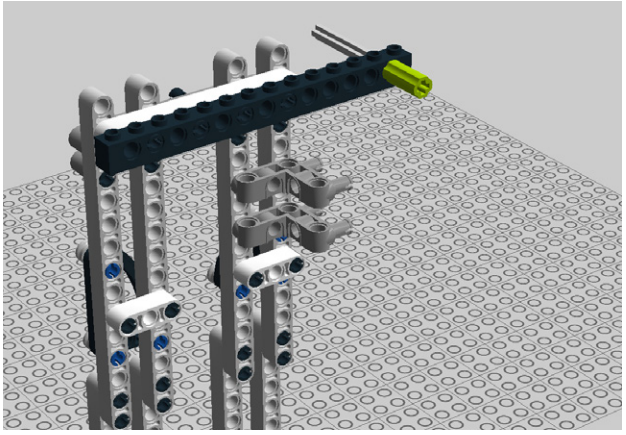

Figure 5-38. *Step 31: Attaching an extension*
31. Add a cross-axle extension as shown in Figure 5-38.